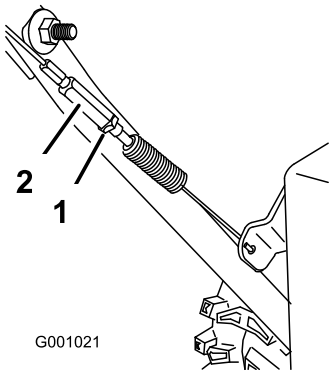

**Figur 43**
3. Dra åt kontramuttern (Figur 43).